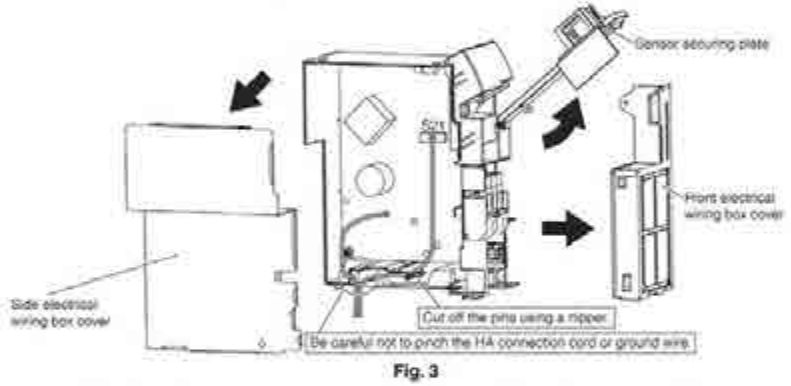

Fig. 3
2) Open up the sensor securing plate. (See **Fig. 3**)
3) Remove the front electrical wiring box cover (4 tabs). (See **Fig. 3**)
7) Remove the side electrical wiring box cover (7 tabs). (See **Fig. 3**)
8) Cut off the pins using a nipper. (See **Fig. 3**)
9) Wire and connect the HA connection cord to the S21 connector. (See **Fig. 3**)